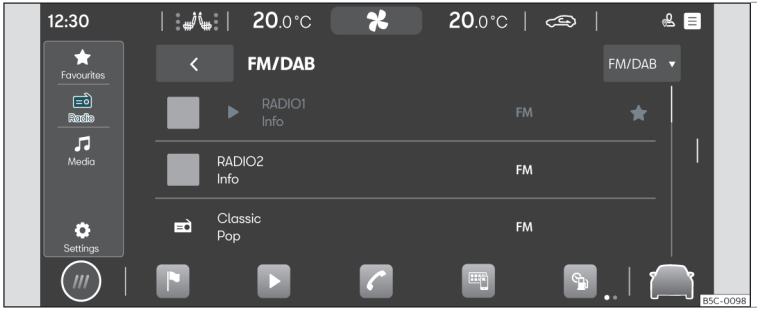

Fig. 127 Schematic representation: Radio view
- Press **HOME** > ▶ > ⊞ >>> **Fig. 127**.